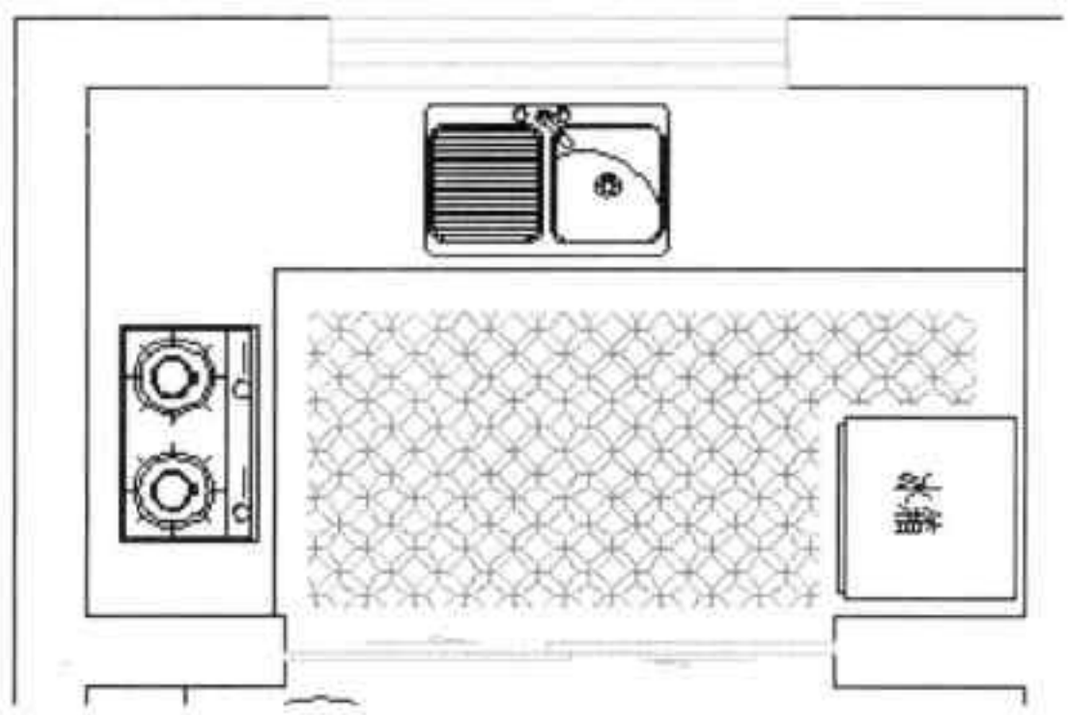

图18-28 完成填充操作
Step 02 选择后，设置好填充比例值，并在绘图区中单击要填充的区域，即可完成填充操作，如图 18-28 所示。